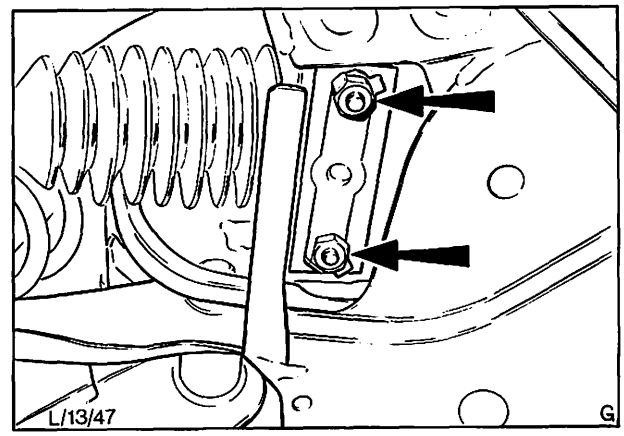

Abb. 58 Mutter der U-Bügel und Sicherungsbleche
13. U-Bügel mit neuen Zahnscheiben und vorgeschriebenem Drehmoment festziehen. Kontermuttern absichern, Abb. 58.